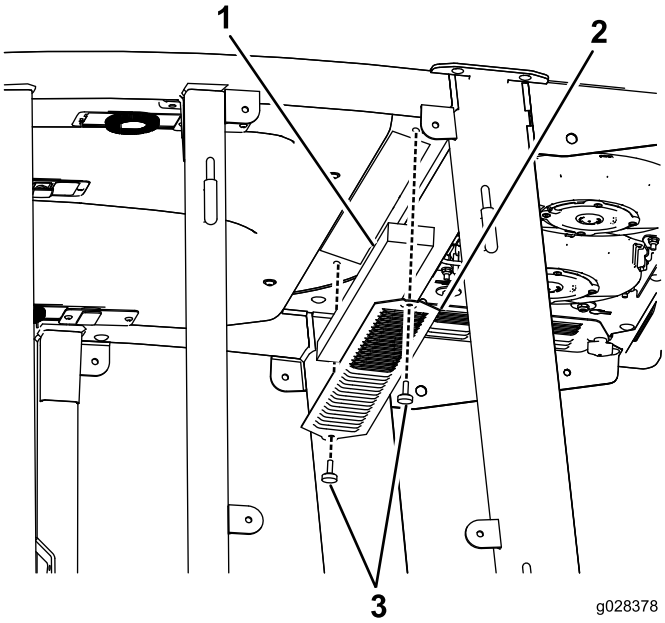

Figur 88
3. Avlägsna hyttens tak genom att ta bort de 22 bultarna som håller taket på plats (Figur 88).
4. Ta bort luftfiltren (Figur 88).
5. Ta bort och rengör luftkonditioneringsspolarna (Figur 88).